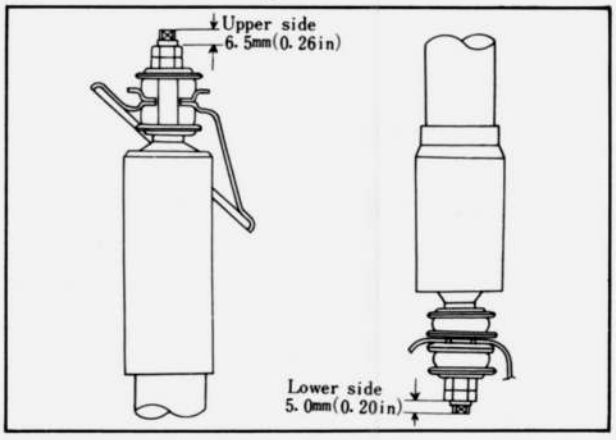

Fig. 13A–4 Tightening lock nut
2. Tighten the shock absorber upper nuts to the dimension shown in Fig. 13A–4.